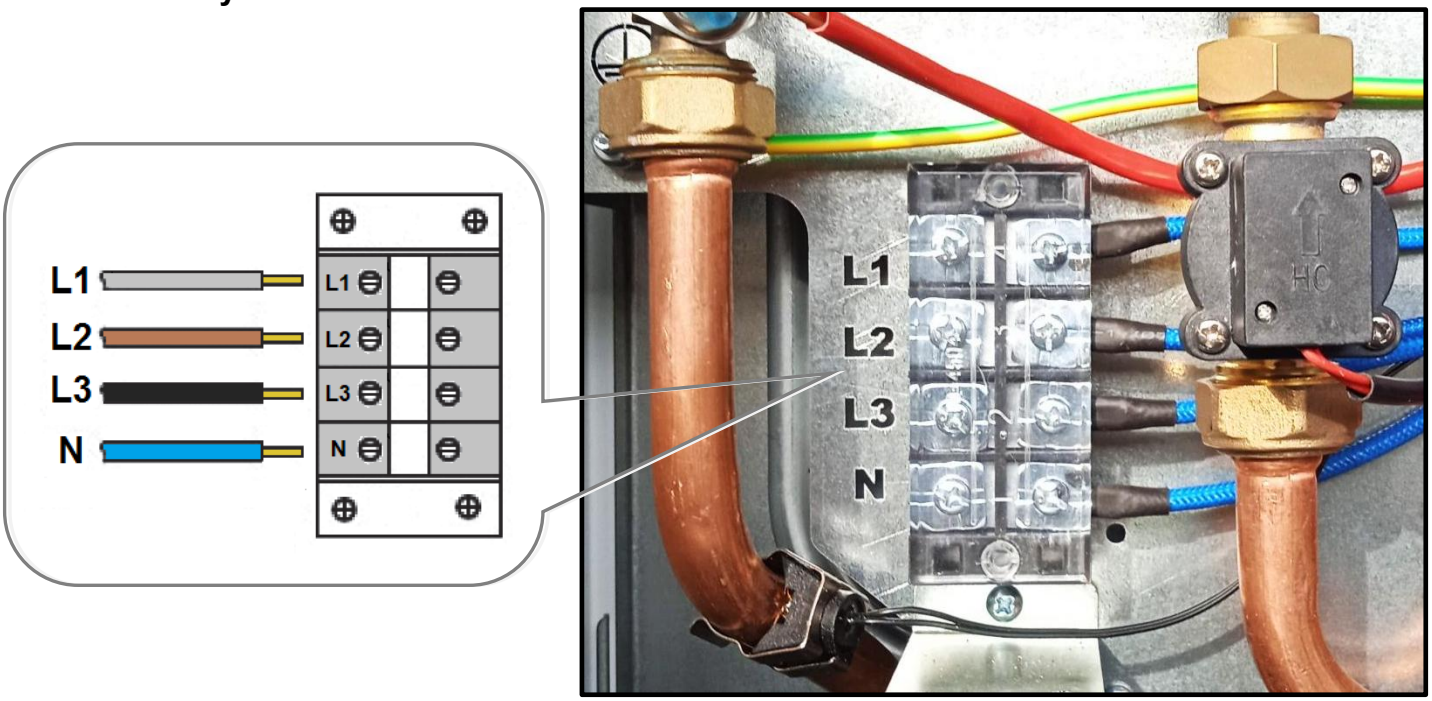
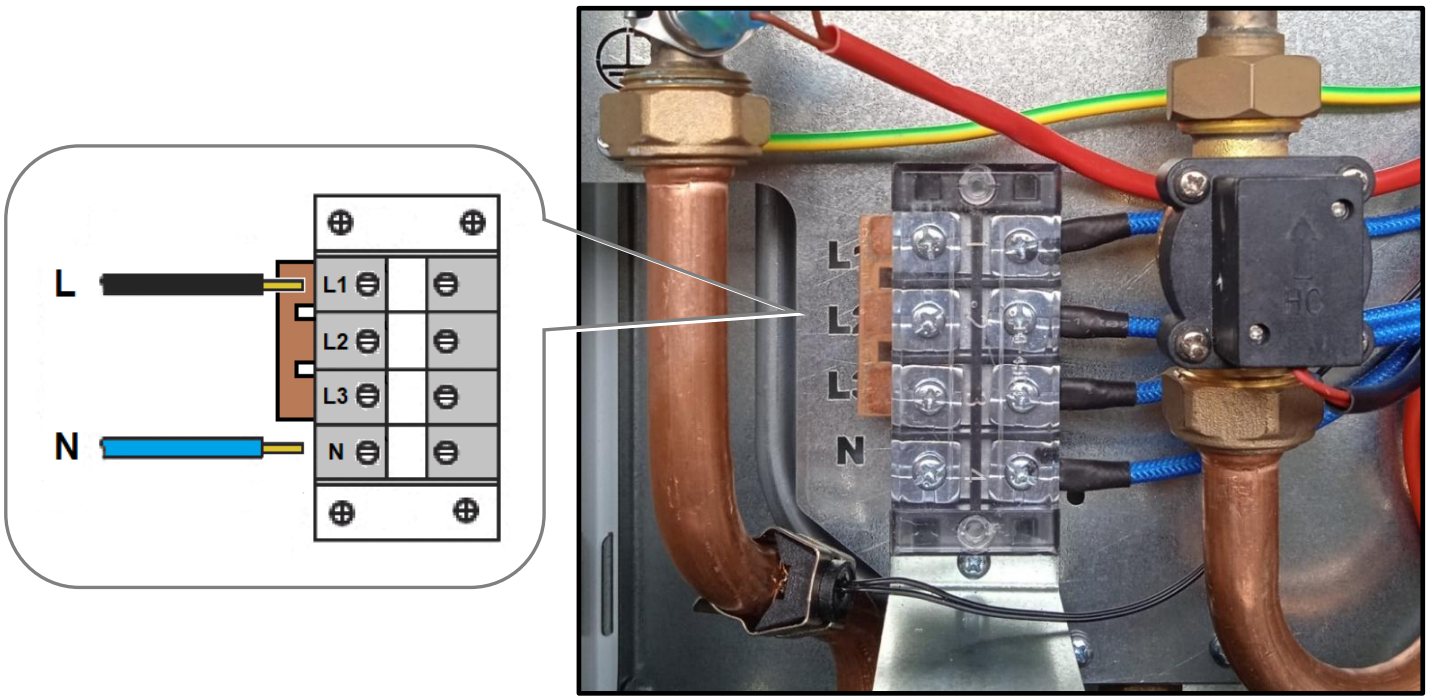

Рис. 14 Трёхфазное подключение
Рис. 15 Однофазное подключение
- Подключите все жилы кабеля к контактным выводам (клеммной колодке) электрокотла (См. Рис. 14 и Рис. 15).